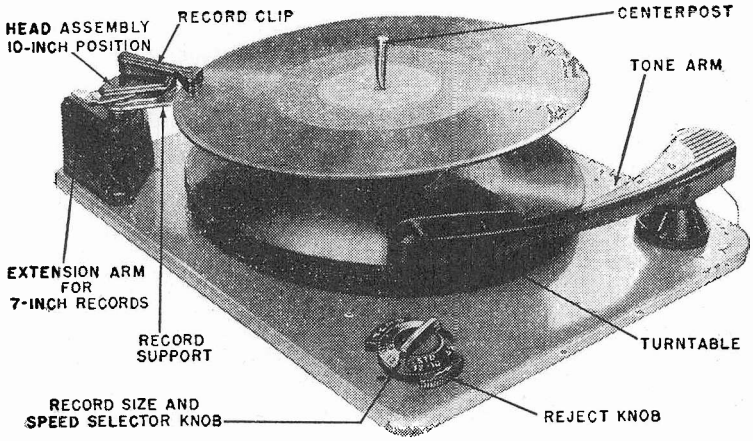

Figure 1. RC550 Record Changer, Top View.
As the control cam (90) rotates through the second half of the change cycle, the push-off plate is returned by the push-off arm return spring (78) and the remainder of the stack of records drops to the record support (64). See figure 1.